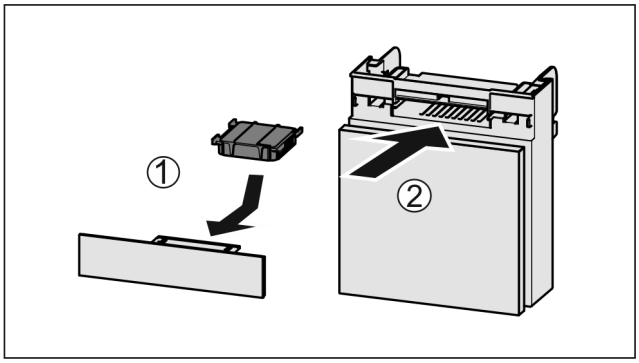

Fig. 115
▶ Introduceți *Fig. 115 (1)* filtrul de cărbune activ după cum se vede în figură.
▶ Împingeți *Fig. 115 (2)* compartimentul în interior.